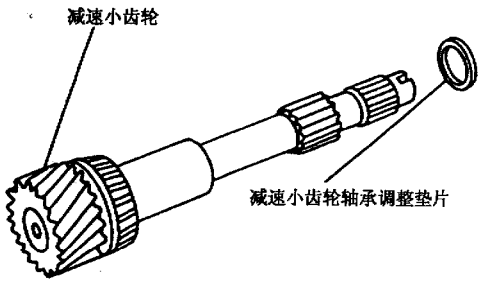

图 9－12－69
(44) 如图 9－12－70 所示，用旋具从驻车轴上拆下回位弹簧。